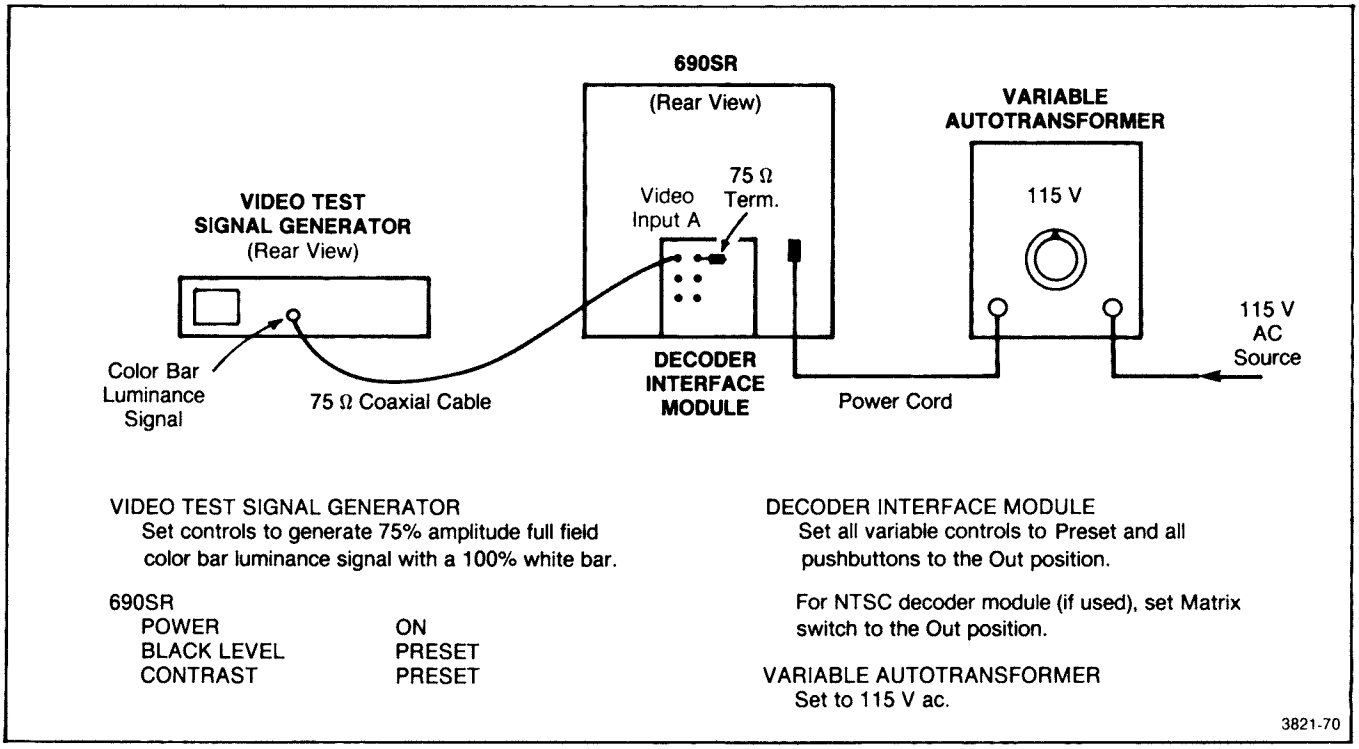

Fig. 7-1. Initial setup described in Preliminary Steps.
F. Connect a 1 V full field color bar luminance signal to the decoder interface module Video Input A connector. Connect a 75 Ω end-line termination to the Video Input A loop-through connector. See Fig. 7-1.
G. Use Fig. 7-1 as a guide for setting the front-panel controls of the equipment.
a. Use the same equipment setup as shown in Fig. 7-1.